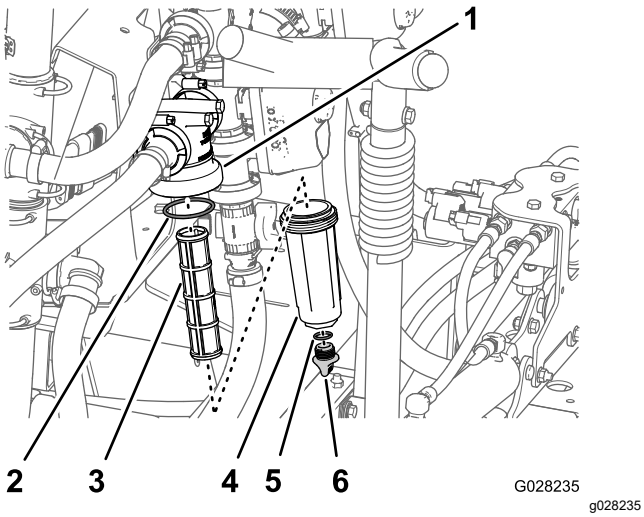

Figur 109
2. Placera ett kärl under tryckfiltret (Figur 109).
3. Vrid avtappningspluggen motsols och ta bort den från tryckfiltrets skål (Figur 109).
4. Vrid skålen moturs och avlägsna den från filterhuvudet (Figur 109).
5. Ta bort det gamla tryckfiltret (Figur 109).
6. Kontrollera att avtappningspluggens o-ring (sitter på insidan av skålen) och skålens o-ring (sitter på filterhuvudets insida) inte är slitna eller skadade (Figur 109).
7. Montera det nya tryckfiltret i filterhuvudet (Figur 109).
8. Montera skålen på filterhuvudet och dra åt för hand (Figur 109).
9. Montera pluggen i skålen och dra åt den för hand (Figur 109).